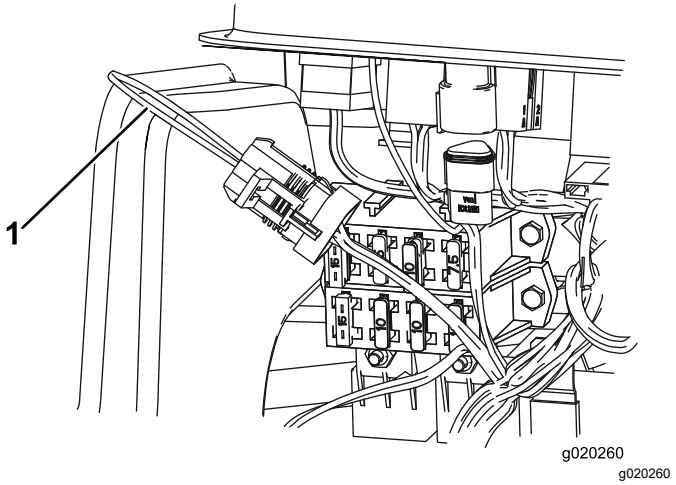

Figur 36
3. Lokaliser ledningsnettet og sløjfetilbagekoblingen (Figur 36).